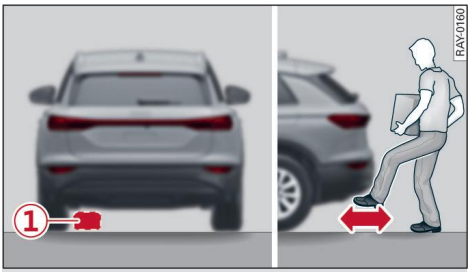

Fig. 15 Rear of vehicle: Foot gesture (example)
- To open/close the boot lid, swing your foot forwards and back very closely under the bumper ① without touching it in one single fluid movement ⇨ *Fig. 15*. Take care not to slip. The boot lid will open/close when the system detects the gesture.
– Always make sure that there are no valid vehicle keys unintentionally within the area of detection around the sensors for the boot lid that are fitted underneath the bumper cover (1) ⇨ *Fig. 15*.